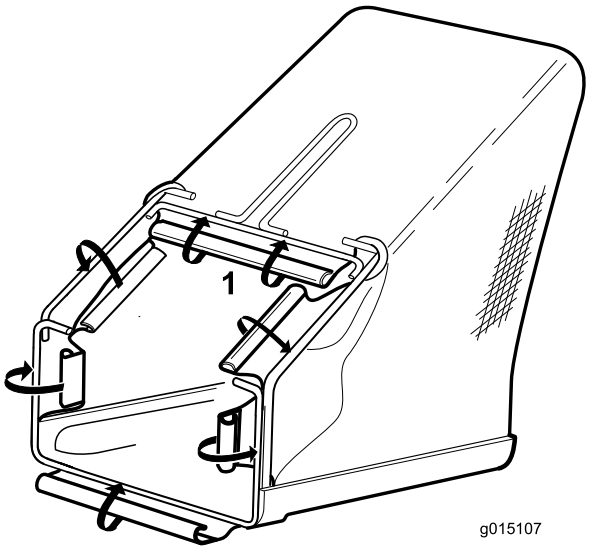

Figura 4
2. Partendo dalla stegola, collegate i 6 fermagli in plastica sul cesto di raccolta al telaio a trama metallica (Figura 4).